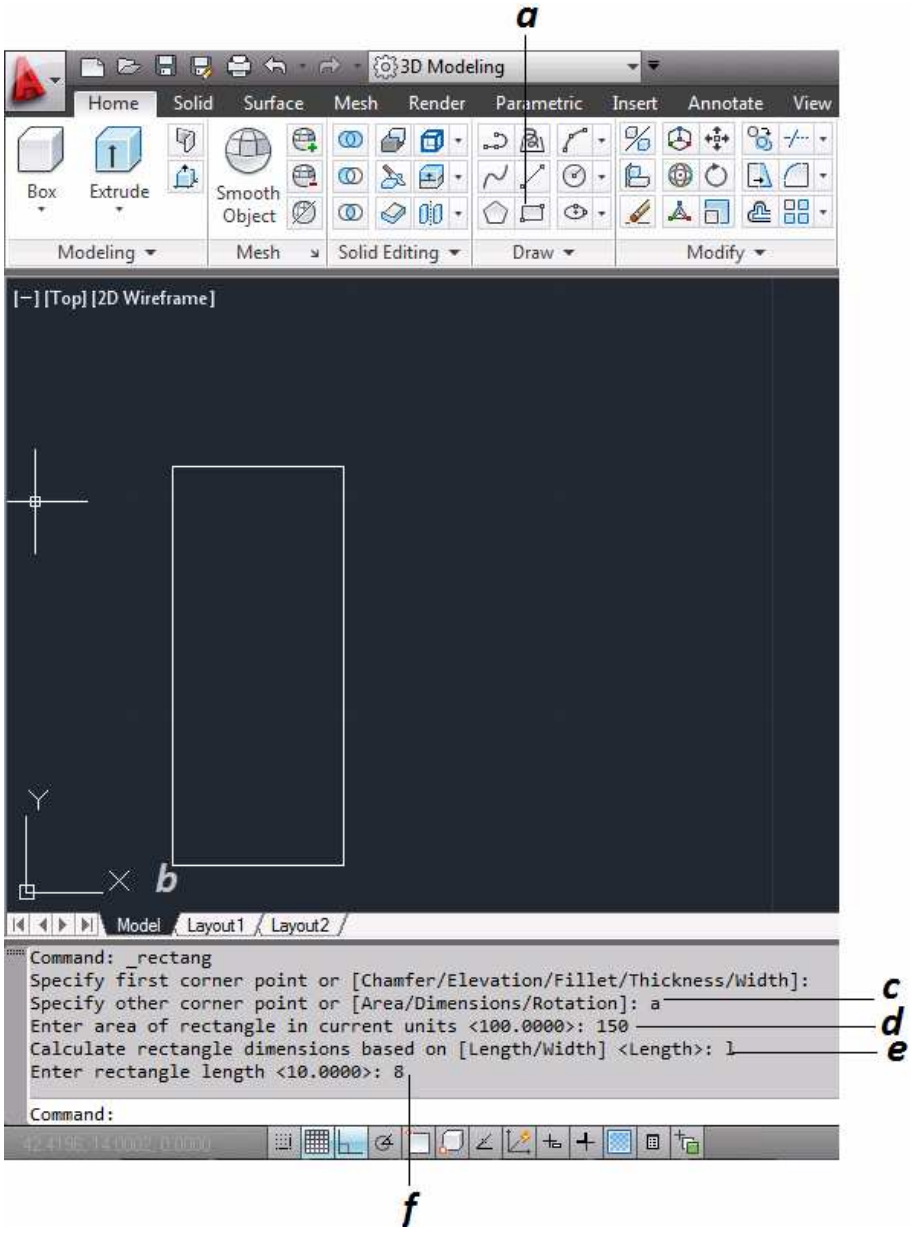

Figura 3.27 Creación de Entidades "Rectangulo"
a. Se selecciona el comando rectángulo que se ubica en la Cinta Dibujar *(figura 3.27).*
b. Se indica donde se quiere la primera esquina del rectángulo *(figura 3.27).*
c. Se introduce *R [A]*, para indicar que se quiere definir el área del rectángulo *(figura 3.27).*
d. Se introduce 150 para definir el área *(figura 3.27).*
e. Se introduce *L [L]* y se da enter *(figura 3.27).*
f. Se introduce 8 y se da enter para definir la longitud *(figura 3.27).*